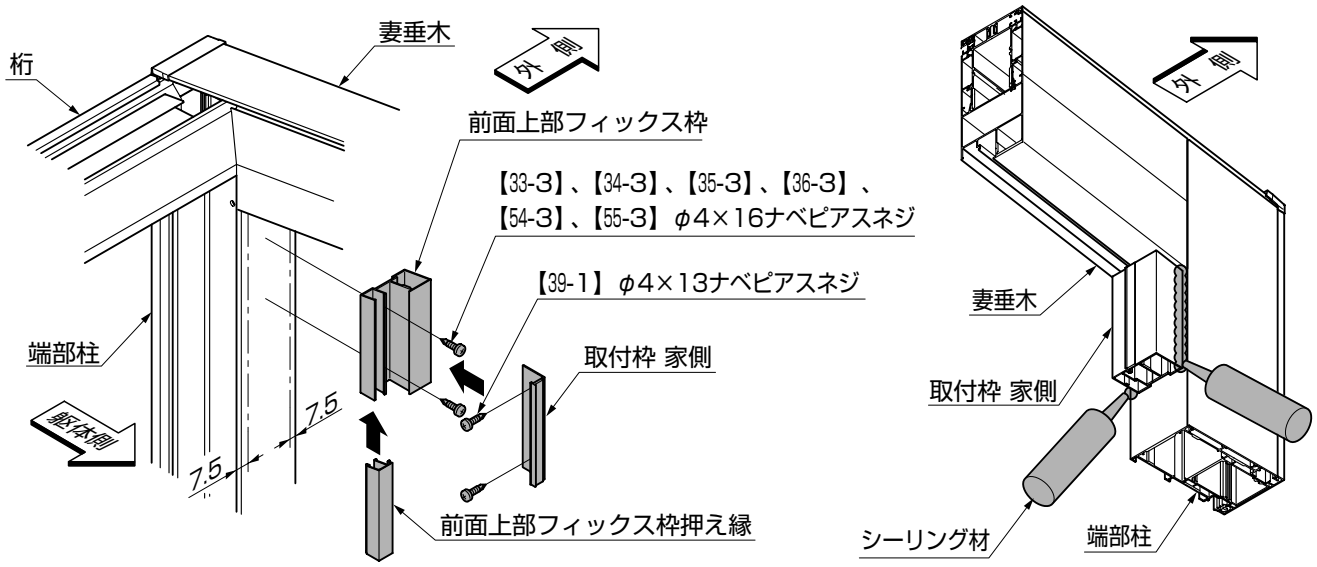

図2-2
①前面上部フィックス枠を端部柱に、【33-3】または【34-3】、【35-3】、【36-3】、【54-3】、【55-3】で取付けてください。（図2-2参照）
②取付枠 家側を前面上部フィックス枠に、【39-1】で取付けてください。
③前面上部フィックス枠押え縁を前面上部フィックス枠に、下側からスライドしてはめ込んでください。
④前面上部フィックス枠と柱の接合部に、シーリングをしてください。